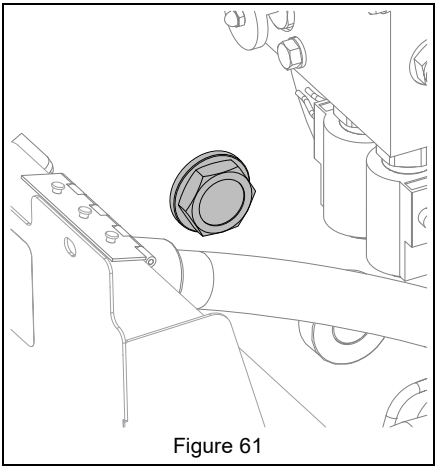

Figure 61
5. Check visible fluid level in sight glass. A dark color indicates fluid presence. See Figure 61.